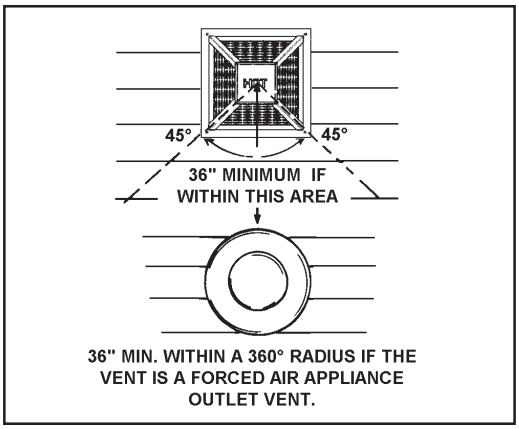

FIGURE 7
- 36” minimum from any outlet vents when directly below or 45° to either side of center line, see Figure 7.
- 36” minimum in all directions from any other forced air appliance outlet vent, see Figure 7.